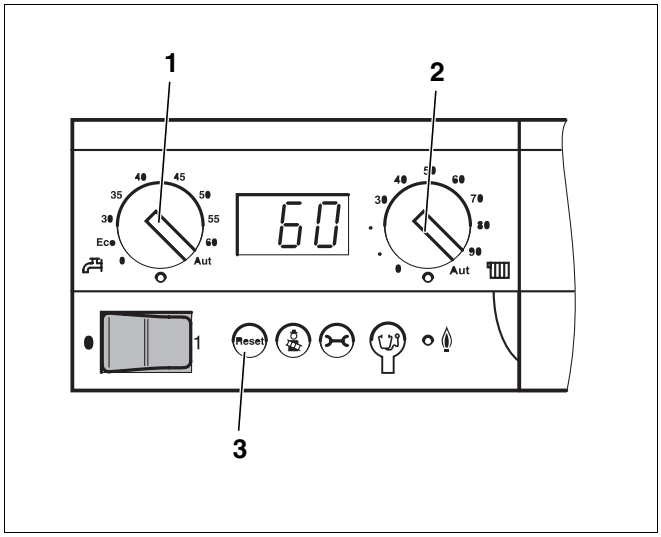

Afb. 18 Basiscontroller Logamatic BC10
Aangezien de brander vanuit de fabriek in storingstoestand wordt geleverd, moet u de brander vóór de eerste inbedrijfstelling resetten door de resettoets (afb. 18, **pos. 3,** pagina 20) in te drukken. Of druk de resettoets op de SAFe 10 in (zoals hieronder beschreven).
Aangezien de brander vanuit de fabriek in storingstoestand wordt geleverd, moet u de brander vóór de eerste inbedrijfstelling resetten door de resettoets op de BC10 (afb. 18, **pos. 3**) in te drukken. Of druk de resettoets op de branderautomaat in (zoals hieronder beschreven).
- Zet de draaiknop "maximum keteltemperatuur" (afb. 18, **pos. 2**) en de draaiknop "streefwaarde warmwater" (afb. 18, **pos. 1**) op "aut".